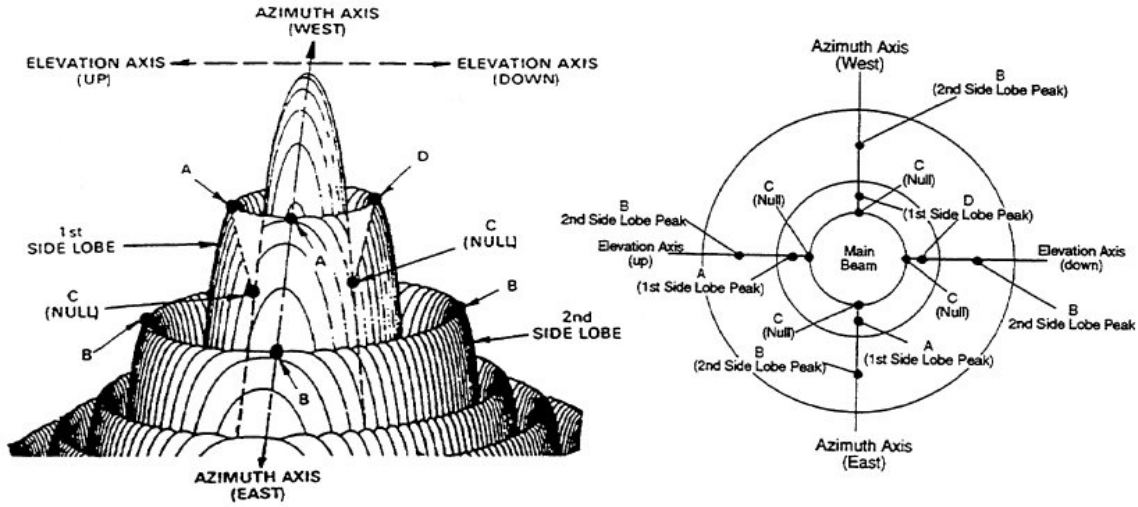

Figure 3-3: Antenna Radiation Pattern Topographical Diagram with Plan View
Step 4: If the antenna is peaked on a side lobe in Az or El, move the antenna Azimuth while observing the Spectrum Analyzer screen, as illustrated below in Figure 3-3.